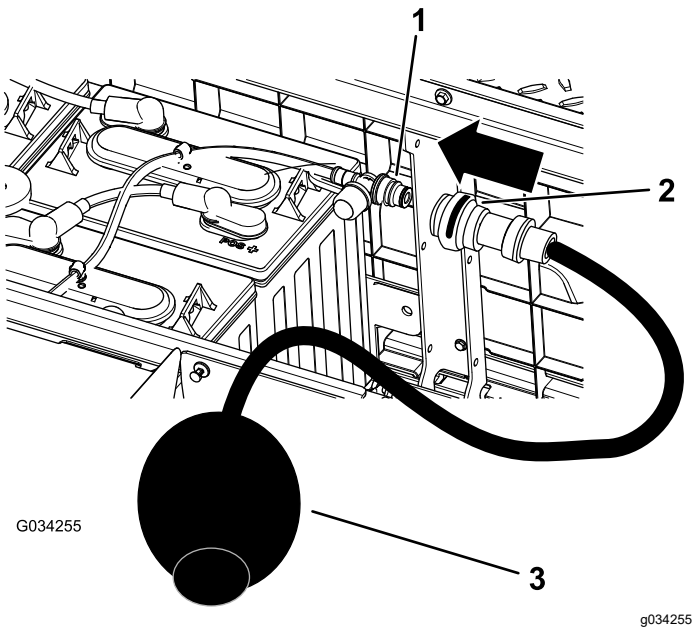

**Figur 40**
4. Tilslut Toros vandhåndpumpe til vandfyldningsporten (Figur 40).